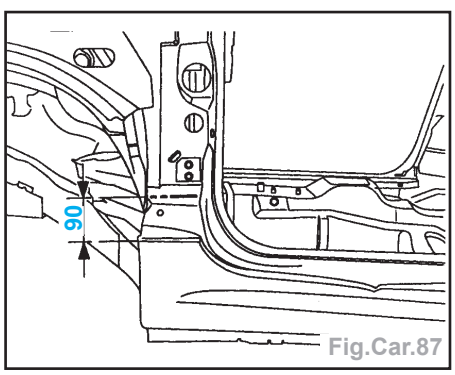

Fig.Car.87
- Tracer puis découper à l'aide d'une meule épaisseur 1 mm (coupe provisoire) (Fig.Car.87).